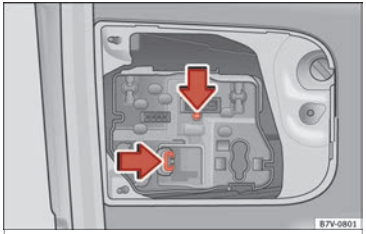

Fig. 113 On the rear lid: remove the bulb-holder.
4. Press on the attachment tabs in the direction of the arrow »» Fig. 113 and pull out the bulb holder.